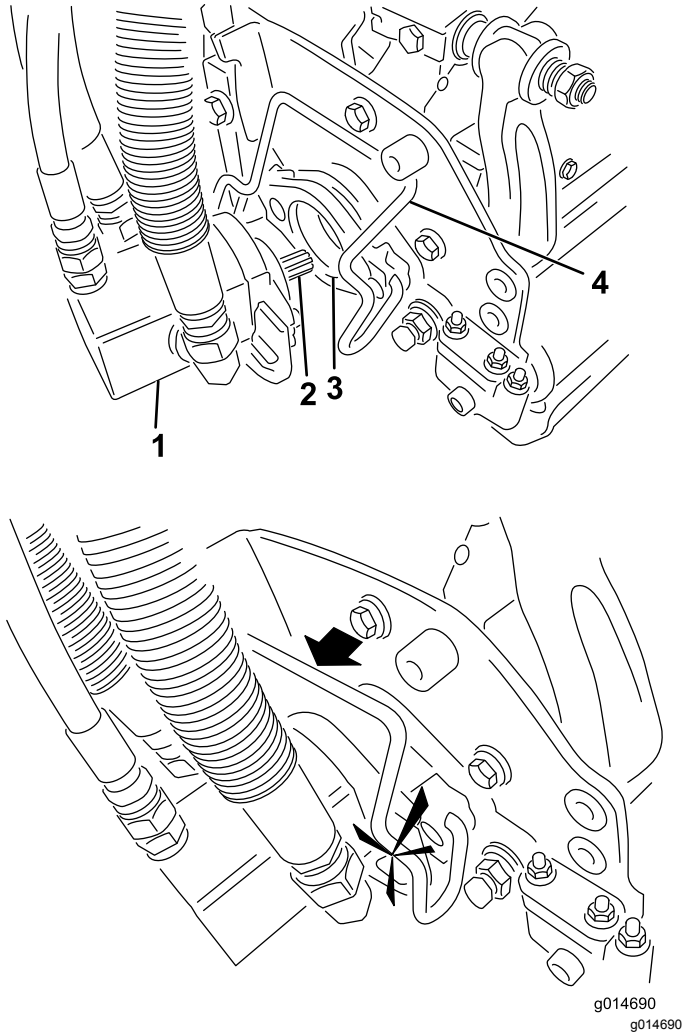

Figur 47
5. Dekk kileakselen i klippeenhetsmotoren med rent smørefett (Figur 47).
6. Sett motoren inn på klippeenhetens venstre side (fra brukerens synspunkt), og dra motorholdebøylen på klippeenheten mot motoren til du hører et "klikk" på begge sider (Figur 47).